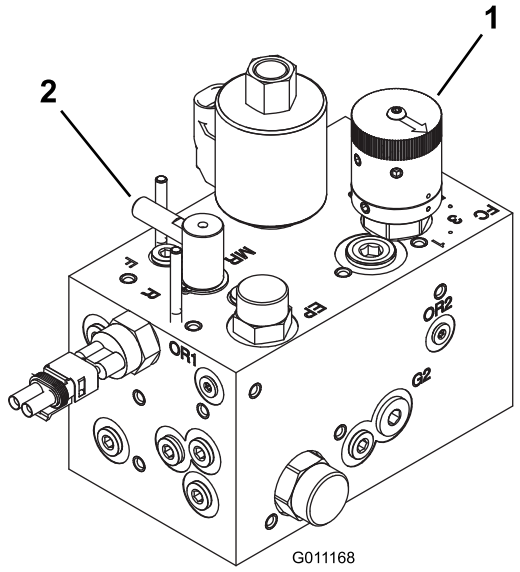

Figur 44
2. Drej grebet til regulering af knivcylinderhastigheden (Figur 44) til den talindstilling, du fandt i trin1.